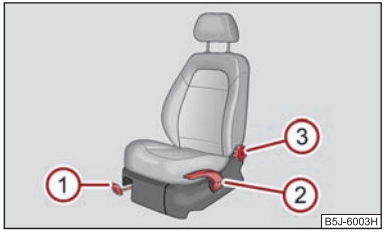

Fig. 50 Elementos de manejo en el asiento
– Tire de la palanca (1) ⇒ fig. 50 hacia arriba, desplazando al mismo tiempo el asiento hasta la posición deseada.
– Suelte la palanca (1) y desplace el asiento hasta que el enclavamiento encastre de forma audible.